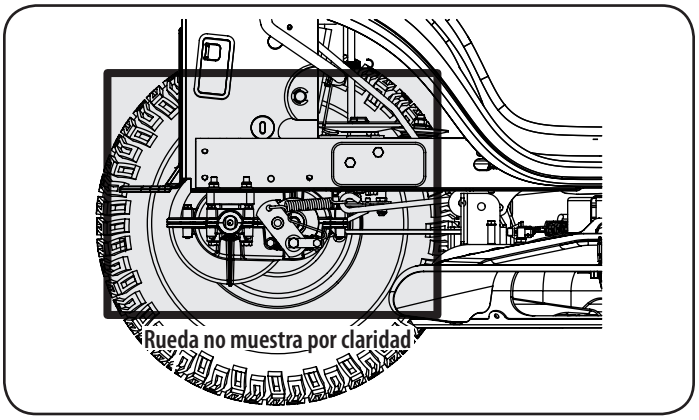

Figura 19
- Limpia alrededor y cerca de la transmisión, el eje y el área del ventilador. Vea la Figura 19.